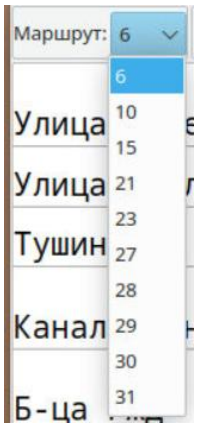

Рисунок 277 – Выбор маршрута
2. С помощью полосы прокрутки или колеса мыши найти требуемый маршрут и нажать на поле с его названием, отображение графика с перечнем остановочных пунктов изменится для выбранного маршрута (рисунок 277).